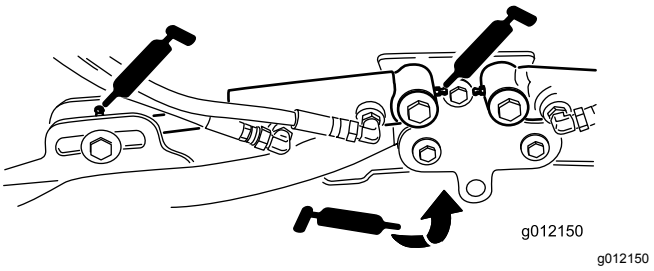

Figuur 37
- Cilinders van hefarm van maaidek (2 elk) (Figuur 37)
- Draaipunten van hefarm (1 elk) (Figuur 37)